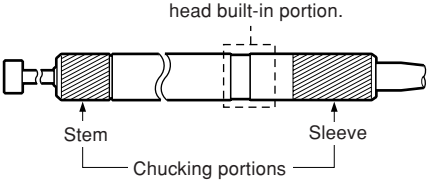

**Fig. 1 Mounting positions**
- The measuring unit is mounted at the locations of the stem and sleeve (areas indicated with diagonal lines in Fig. 1). Since the head is built into the name label portion, never mount the probe at this portion.